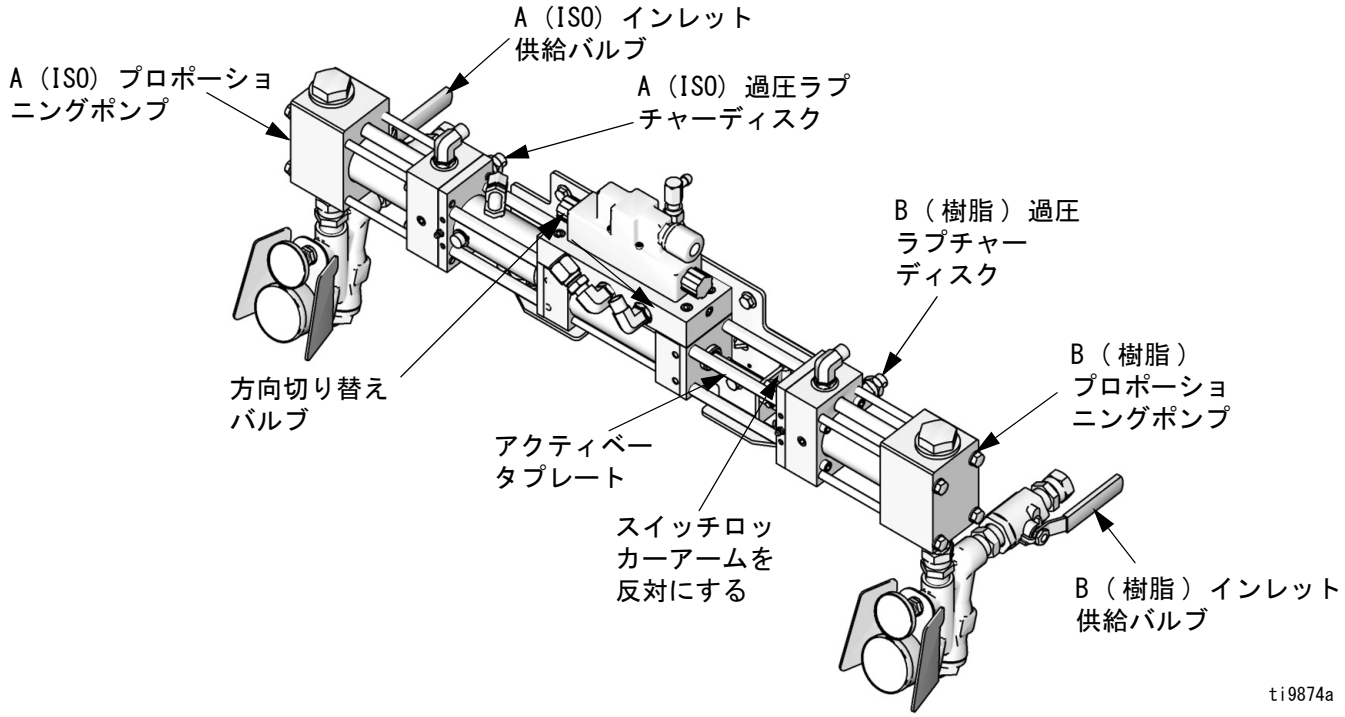

**図 1. プロポーショニングシステム**
1. プロポーショニングポンプの方向が逆なるには、反転スイッチ (210) を作動させるため、アクティベータプレート (219) がロッカーアームに接触している必要があります。アクティベータプレート、ロッカーアーム、または反転スイッチの曲がり、ゆるみがないか点検してください。図 1 (26 ページ)、および 59 ページの部品図面を参照してください。
2. 方向切り替えバルブの働きを点検してください。反転スイッチ (210) の位置により、方向表示灯がオンになったりオフになったりします。LED D19 と D20 (モーター基板の J5 反転スイッチコネクタ付近) は、反転スイッチの位置を基に交互に点灯する必要があります。